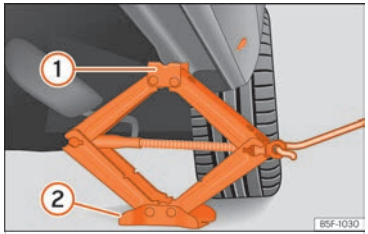

Fig. 193 Llarguer: col·locació del gat del vehicle.
- Gireu la manovella del gat, situat sota el punt de recolzament del llarguer, per elevar-lo fins que la pestanya (1) ››› fig. 193 quedi situada sota l'allotjament previst.
- Alineeu el gat de manera que la pestanya (1) "s'adhereixi" a l'allotjament previst del llarguer i la placa base mòbil (2) quedi recolzada a terra. La placa base (2) ha de caure en la vertical respecte del punt de recolzament (1).